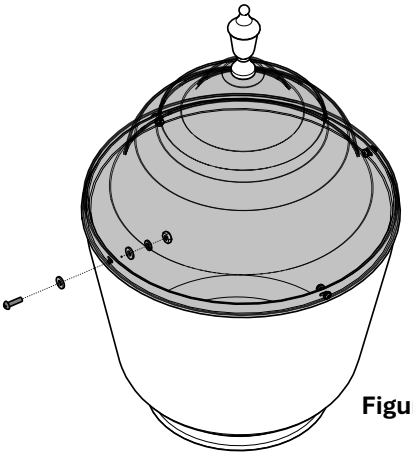

Figure 3
3. Assemble the cover and reflector with the provided hardware. A flat washer, spring washer and hex nut should be used to secure each screw from inside of the reflector [**Figure 3**].